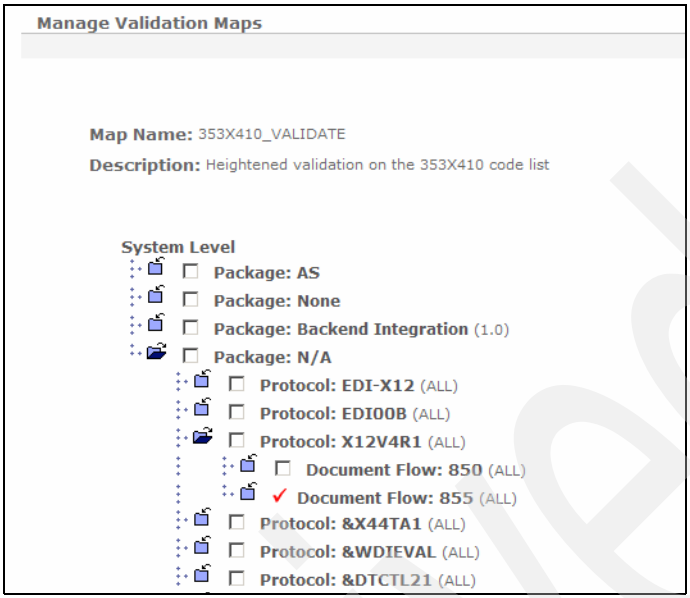

Figure 19-51 Manage validation maps
6. Click the view details icon of the map to see the association between the map and the document flow definition N/A/EDI-X12/ISA (Figure 19-51 on page 680).